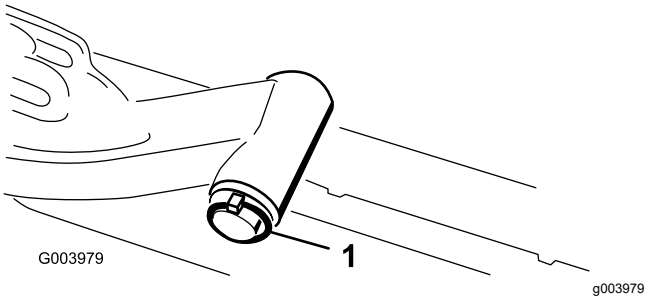

**Figur 8**
A. Ta bort hjulsprinten och brickan som håller fast lyftarmens svängaxel på lyftarmen, och skjut ut lyftarmens svängaxel ur lyftarmen (Figur 8).
C. Sätt i lyftarmens axel i lyftarmen och fäst den med brickan och hjulsprinten (Figur 8).